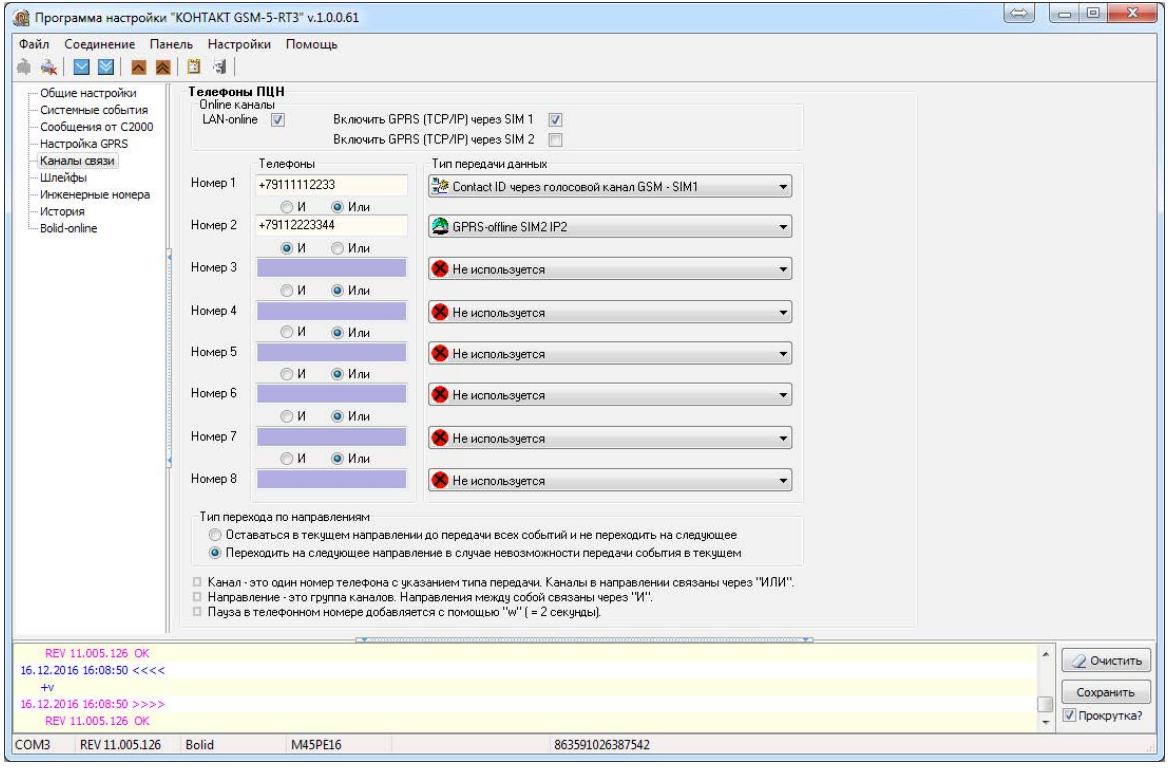

Рисунок 17. Раздел «Каналы связи»
*Например, при такой конфигурации, которая показана на рис. 17, переход к каналу связи номер 2 первого направления произойдет только в том случае, если передача по каналам **GPRS-Online, LAN-Online** и **Contact ID через цифровой канал GSM** невозможна.*